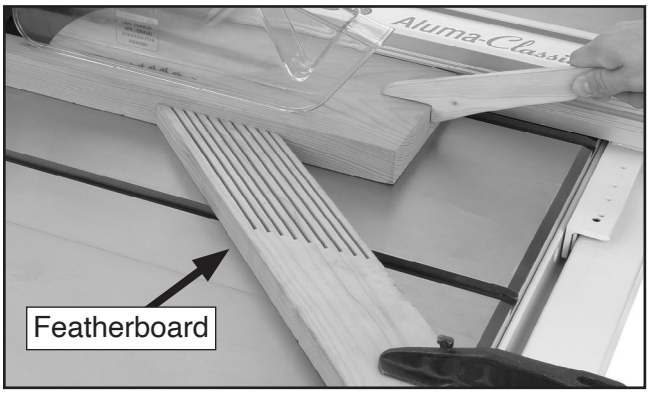

Figure 60. Typical ripping operation.
10. Use push stick to feed workpiece through saw blade, as shown in **Figure 60**, until workpiece is completely beyond saw blade.